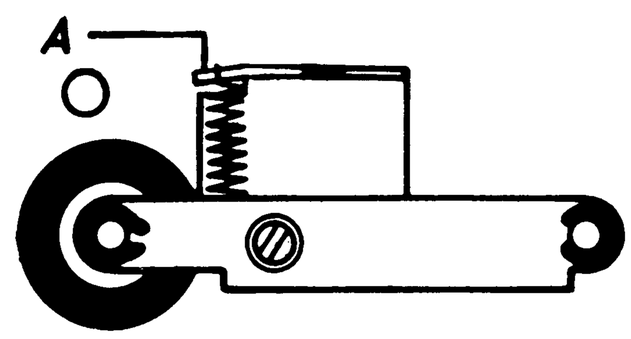

Abb. 8
4.2 Justierung des Druckes der Andruckrolle gegen die Tonwelle (siehe Abb. 8)